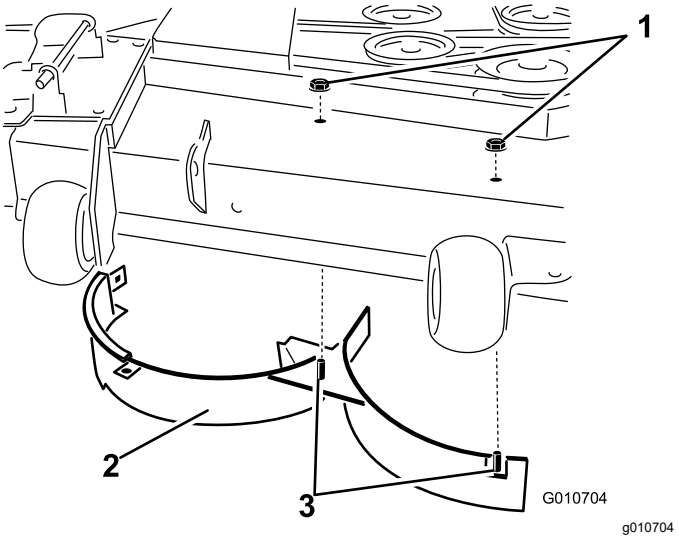

Figur 15
8. Fjern de to låsemutterne (5/16 tomme) som fester de sveisede tappene på den høyre skjermen til toppen av klippeenheten i midtre og høyre for midtre stilling (Figur 15).